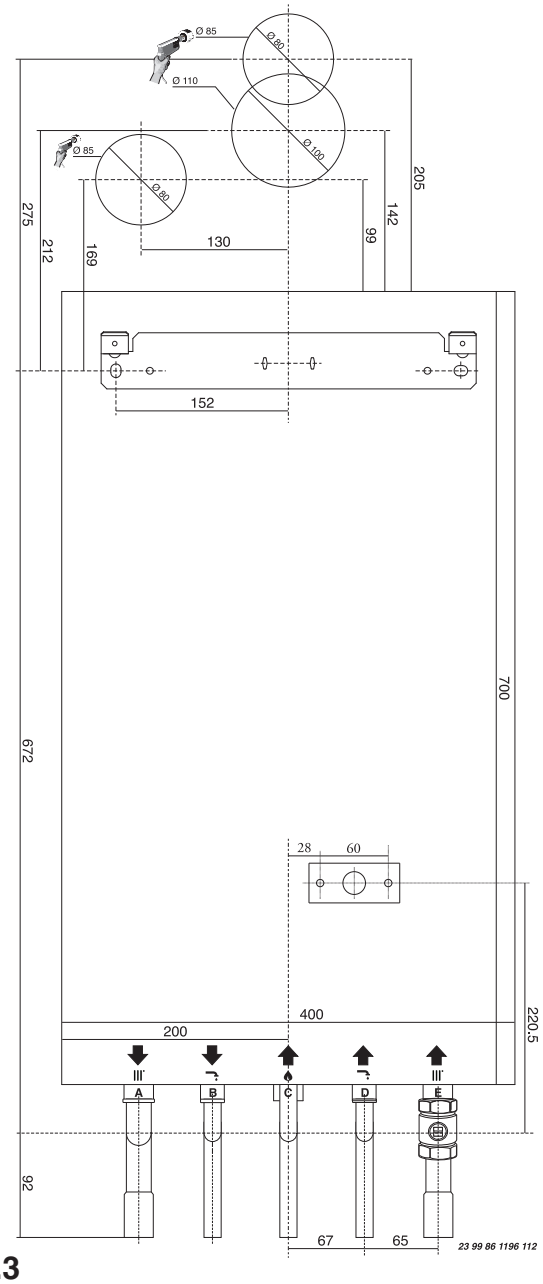

FIG. 2.3
2.5.2. Position the appliance on the hanging bracket and connect the isolating valves supplied in the connection kit as shown on the wall template (see also Sections 2.7 Gas Connections, 2.8 Water Connections & FIG. 2.3).